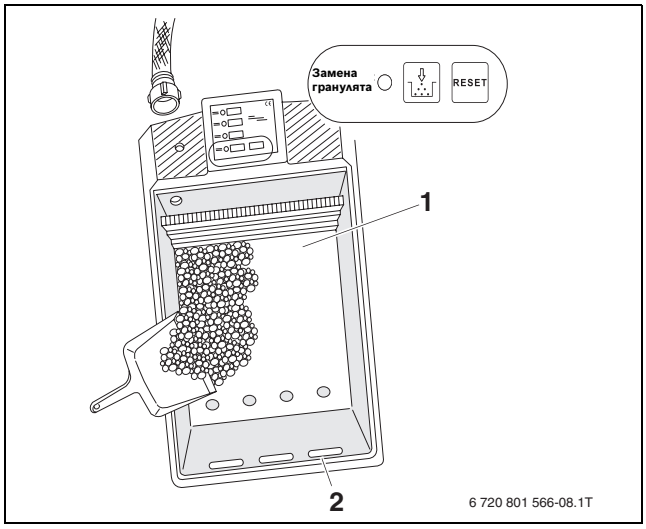

Рис. 8 Замена гранулята
Необходимый для нейтрализации гранулят нужно заменять с периодичностью, зависящей от режима эксплуатации котла. Необходимость смены гранулята показывает световой индикатор „Замена гранулята“ на системе управления (→ рис. 8).
- Один раз коротко нажмите кнопку Reset. Насос откачает остатки воды (→ рис. 8).
Следите, чтобы гранулят не попал в переливные отверстия (→ рис. 8, [2]).
- Очистите грязевую камеру (→ рис. 8, [1]).
- Нажмите и удерживайте нажатой кнопку Reset в течение примерно 5 секунд до тех пор, когда погаснет световой индикатор „Замена гранулята“ (→ рис. 8).